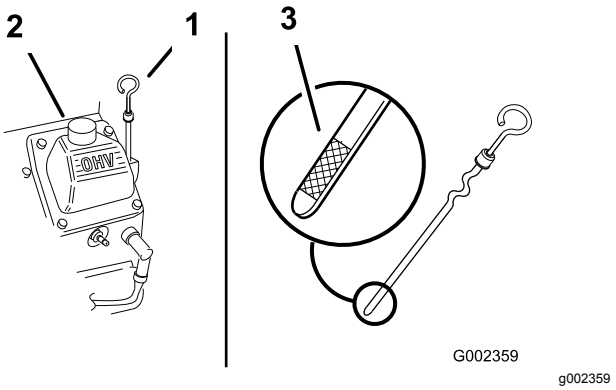

Rysunek 17
2. Oczyść obszar wokół wskaźnika poziomu oleju (Rysunek 17), aby brud nie wpadł do otworu napełniania i nie uszkodził silnika.
3. Wyjmij wskaźnik poziomu, wytrzyj go do czysta i ponownie włóż go do oporu (Rysunek 17).
Poziom oleju powinien dochodzić do oznaczenia Full (pełny) na metalowej końcówce wskaźnika poziomu (Rysunek 17).
5. Jeśli poziom oleju znajduje się poniżej oznaczenia Full (pełny), odkręć korek wlewu (Rysunek 17) i dolej oleju do poziomu oznaczenia Full (pełny) na wskaźniku poziomu. **Nie dodawaj za dużo oleju.**